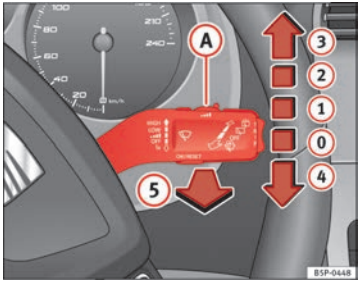

Fig. 83 Windscreen wiper and windscreen wash lever
The windscreen wiper lever ⇒ Fig. 83 has the following positions:
- The next speed down will automatically be selected if wiper speed (2) ⇒ Fig. 83 or (3) is selected when the vehicle stops. The set speed will be resumed when the vehicle starts again